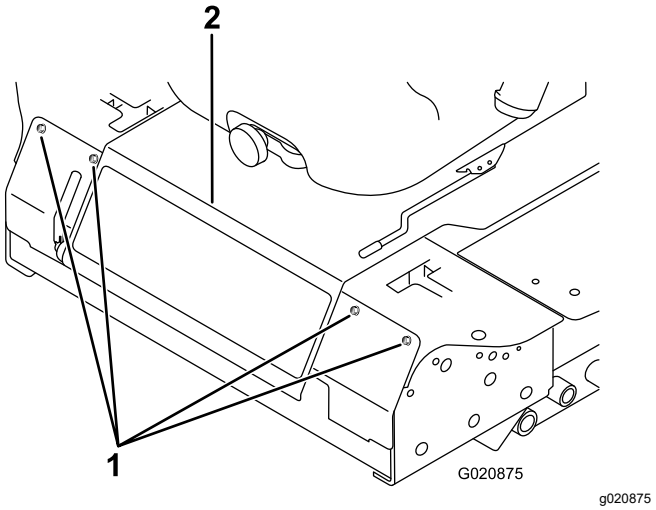

Figura 53
3. Togliete i bulloni che fissano il pannello anteriore, e rimuovete il pannello (Figura 53).